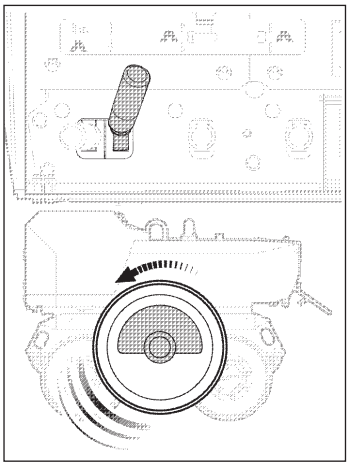

Fig. SE7 Vibrate forwards
2) Vibrate forwards *(Fig. SE7)*